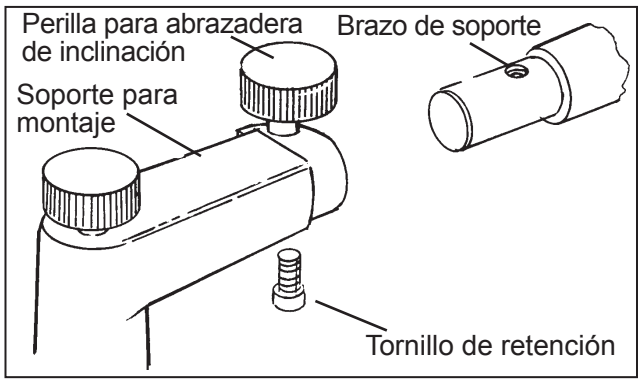

Figura SU-1 Colocación del Phoroptor en el soporte
1. Coloque el Phoroptor en el brazo de soporte del instrumento, deslizando el soporte para montaje sobre el extremo del brazo, hasta que el orificio roscado del brazo de soporte se alinee con el orificio ranurado de la parte inferior del soporte para montaje. Consulte la Figura SU-1.
2. Se ha proporcionado un tornillo de retención para evitar que el Phoroptor caiga del soporte. Inserte el tornillo a través del orificio ranurado y enrósquelo en el brazo de soporte. Ajuste con firmeza el tornillo en su lugar. Consulte la Figura SU-1.
3. Ajuste la perilla para abrazadera de inclinación y el Phoroptor quedará firme en la posición deseada. Consulte la Figura SU-1.